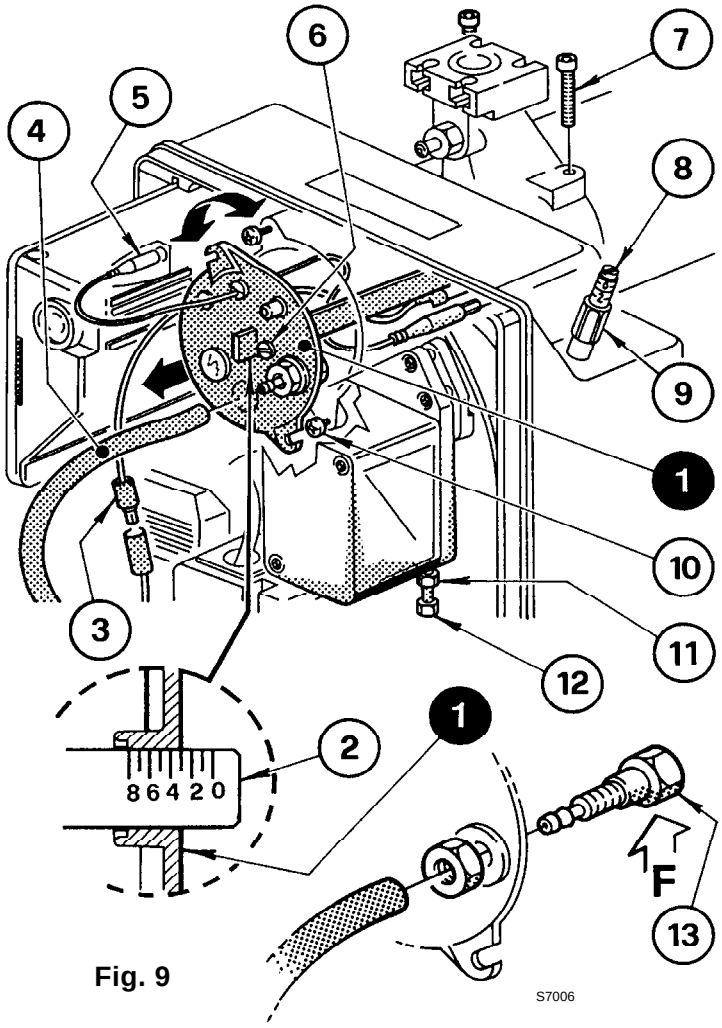

Fig. 9
Il dépend du débit du brûleur. Visser ou dévisser la vis de réglage (6) afin que le repère gradué de la tige de réglage (2) corresponde au plan externe du groupe de la tête (1) (voir fig. 9).
Le schéma à la page 7, fig. 9 indique le réglage pour un débit de 110 kW avec brûleur BS3D type 917 T1. L'encoche **3** de la tige de réglage doit coïncider avec le plan externe du groupe tête, comme indiqué dans le diagramme.
REGLAGE VOLET D'AIR (Fig. 9, pag. 7)